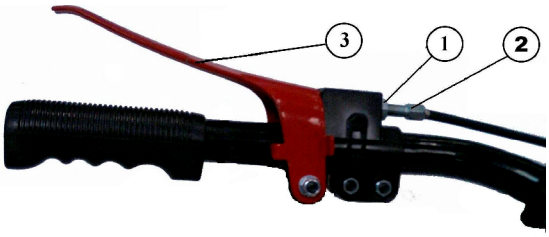

Рис. 6.
2. При отпущенном (не нажатом) рычаге сцепления (см. рис.6, поз.3), медленно потянуть за рукоятку шнура стартера 2-3 раза. При этом фрезы не должны проворачиваться. Если они проворачиваются, то необходимо ослабить натяжение тросика сцепления.
3. Для ослабления натяжения тросика необходимо открутить контргайку (см. рис.6, поз.1) и немного закрутить втулку (поз.2) в корпус рычага сцепления.